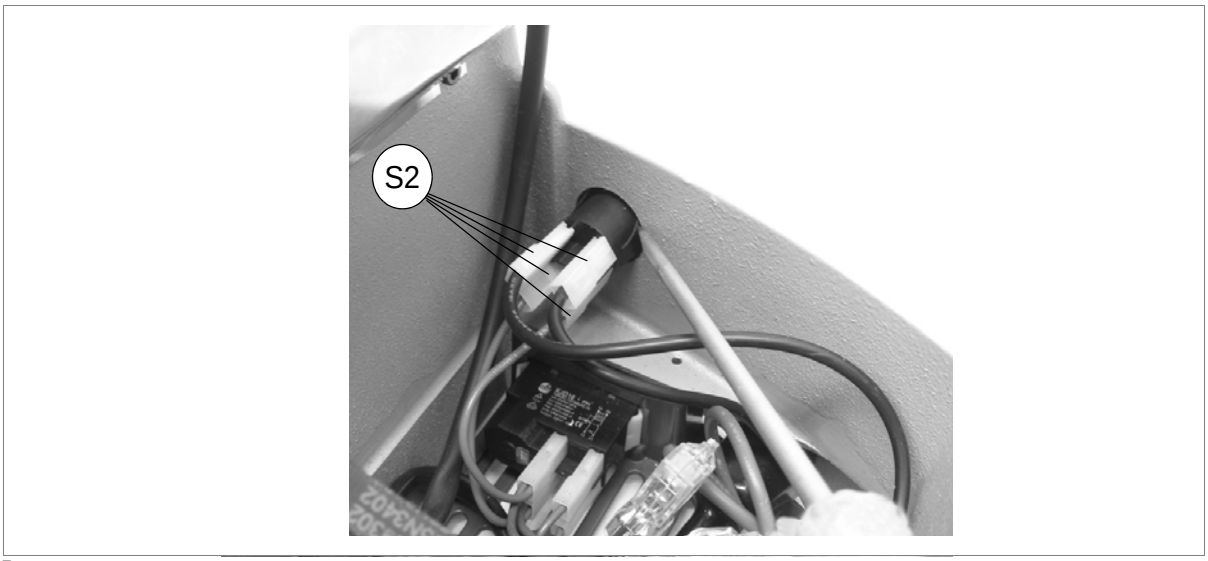
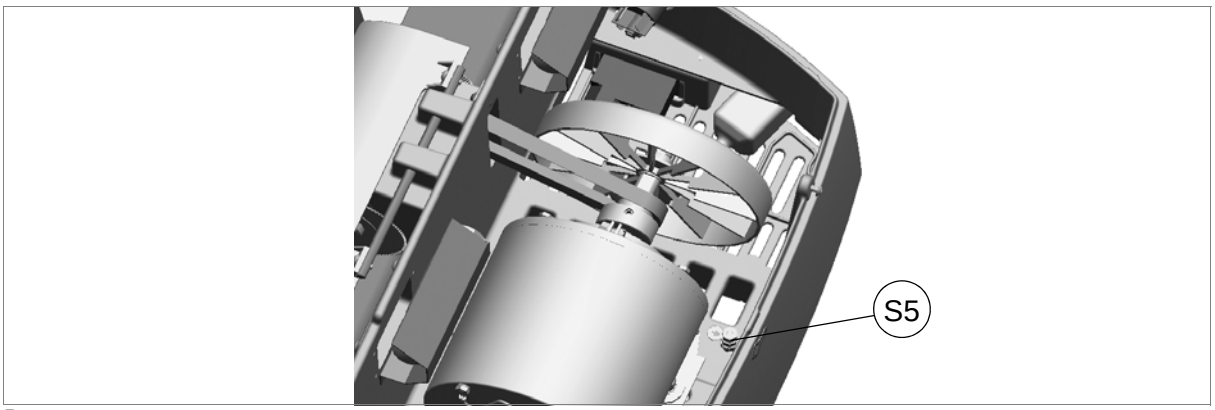

Рис. 67
Рис. 68
2) Отсоедините 4 разъема (S2) (рис. 67), запомнив их расположение.
1) Ослабьте 4 винта (Q1) и снимите верхнюю крышку (Q).
2) Отсоедините 4 разъема (S2) от выключателя запуска электродвигателя и конденсатора (см. рис.67 на стр. 41).
3) Открутите гайку шнура заземления (S5) (рис. 68).
10) Подключите 4 разъема (S2) (рис. 67) к выключателю запуска электродвигателя и подсоедините шнур заземления гайкой к соответствующему винту (S5) (рис. 68).